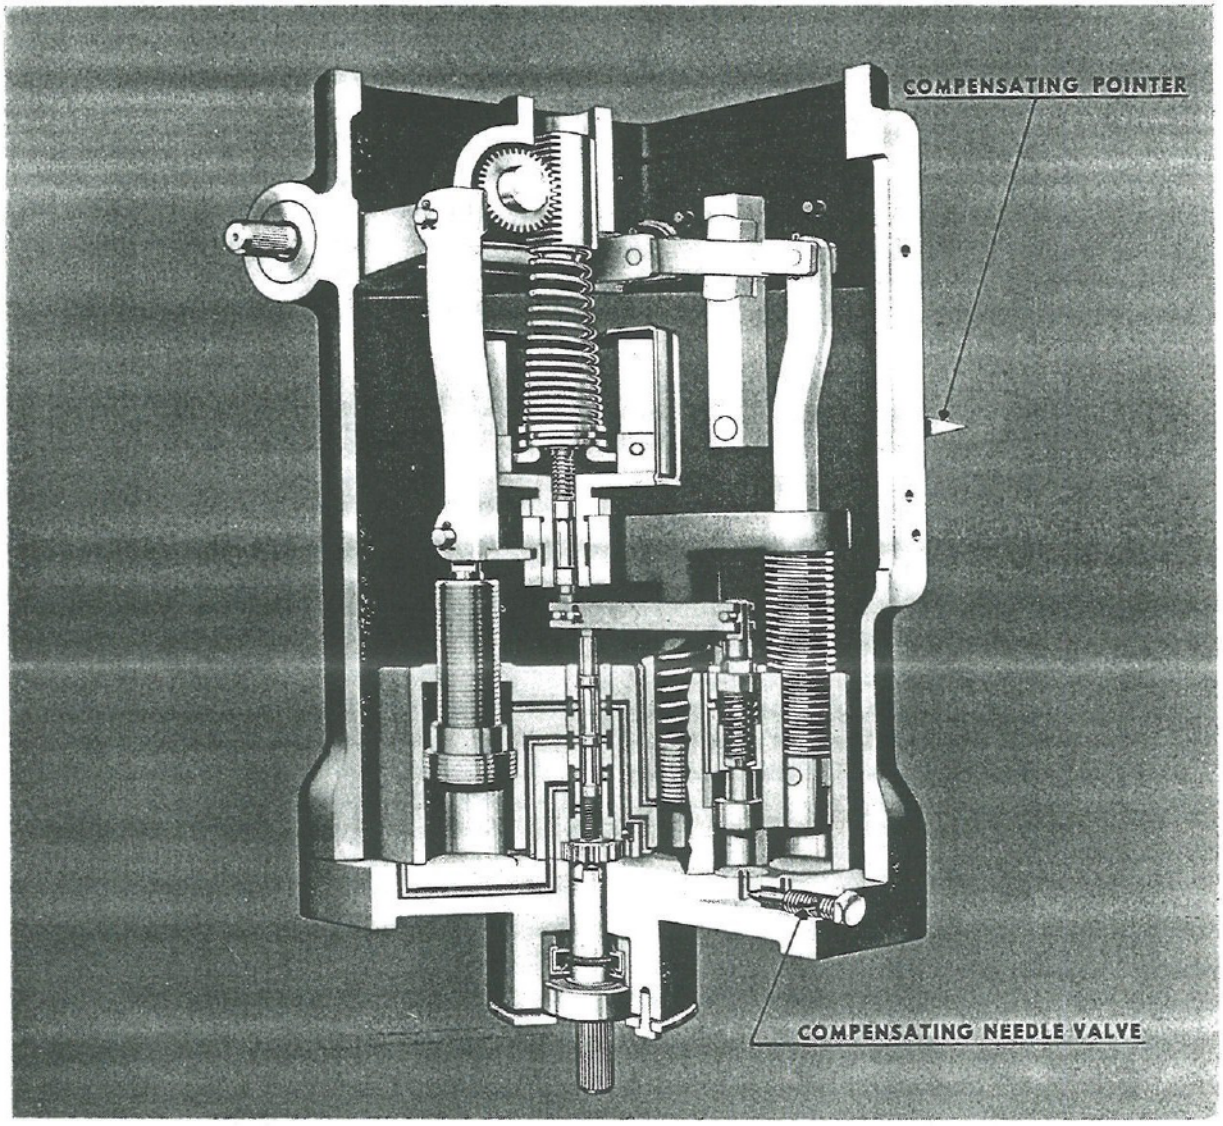

Fig. 141. Adjustment of Hydraulic Governor
c. In Fig. 141 the compensation adjusting pointer is shown on the side of the governor. Loosen the nut holding the pointer and set the pointer at the extreme downward position. The illustration also shows the location of the compensating needle valve. On the outside of the bottom front of the governor housing, remove the screw plug and the compensating screws will be accessible. Turn this screw two or three turns with a screwdriver and allow the engine to hunt, or surge on varying speeds for about 30 seconds to bleed trapped oil from the governor passages. Gradually close the needle valve until the hunting just stops, taking care not to turn the screw beyond this point. Carefully turn the screw in as far as it will go, noting the exact part of a full turn required to close the needle valve. Open the valve to the point where it was found hunting stopped. If the needle valve is now less than ½ turn open, and more than ⅛ turn open, the adjustment is satisfactory. If it is found that hunting is not stopped when the needle valve is ⅛ of a turn open, raise the compensation pointer two divisions of the scale and follow through again with the procedure already outlined for closing the needle valve. If necessary repeat the process, raising the compensation pointer two divisions at a time until the proper adjustment of the needle valve is obtained. The desirable needle valve opening is from ⅛ to ¼ of a turn open. This adjustment is closely limited. Closing the needle valve too much results in the governor being slow to return to normal speed after a load change. If the compensation adjusting pointer is too far advanced, excessive speeds will be encountered when the engine loads change.